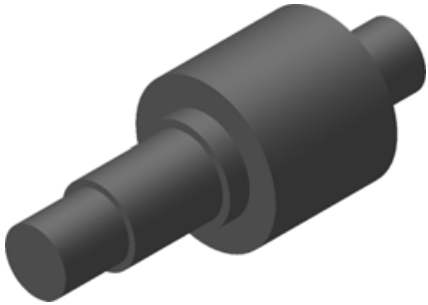

Рис. 5.238
- В окне модели система выполнит построение основания детали (рис. 5.238). Установите ориентацию **Изометрия XYZ**, вариант отображения **Полутоновое** и максимальную степень точности отображения. Назначьте детали материал **Сталь 45**.